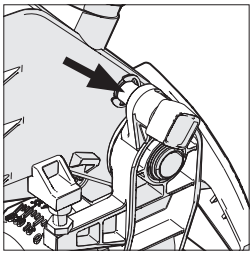

Fig. 16
- Assurez-vous que la tête de coupe soit en position verrouillée avec la goupille de verrouillage complètement engagée dans son support. **(Voir Fig.16)**
- Veillez à ce que la tête de coupe soit en position verrouillée avec la goupille de verrouillage complètement engagée dans son support. **(Fig. 16)**
- Retirer la goupille de la tête de verrouillage **(Fig. 16)** et permettez à la tête de coupe de monter dans sa position supérieure.